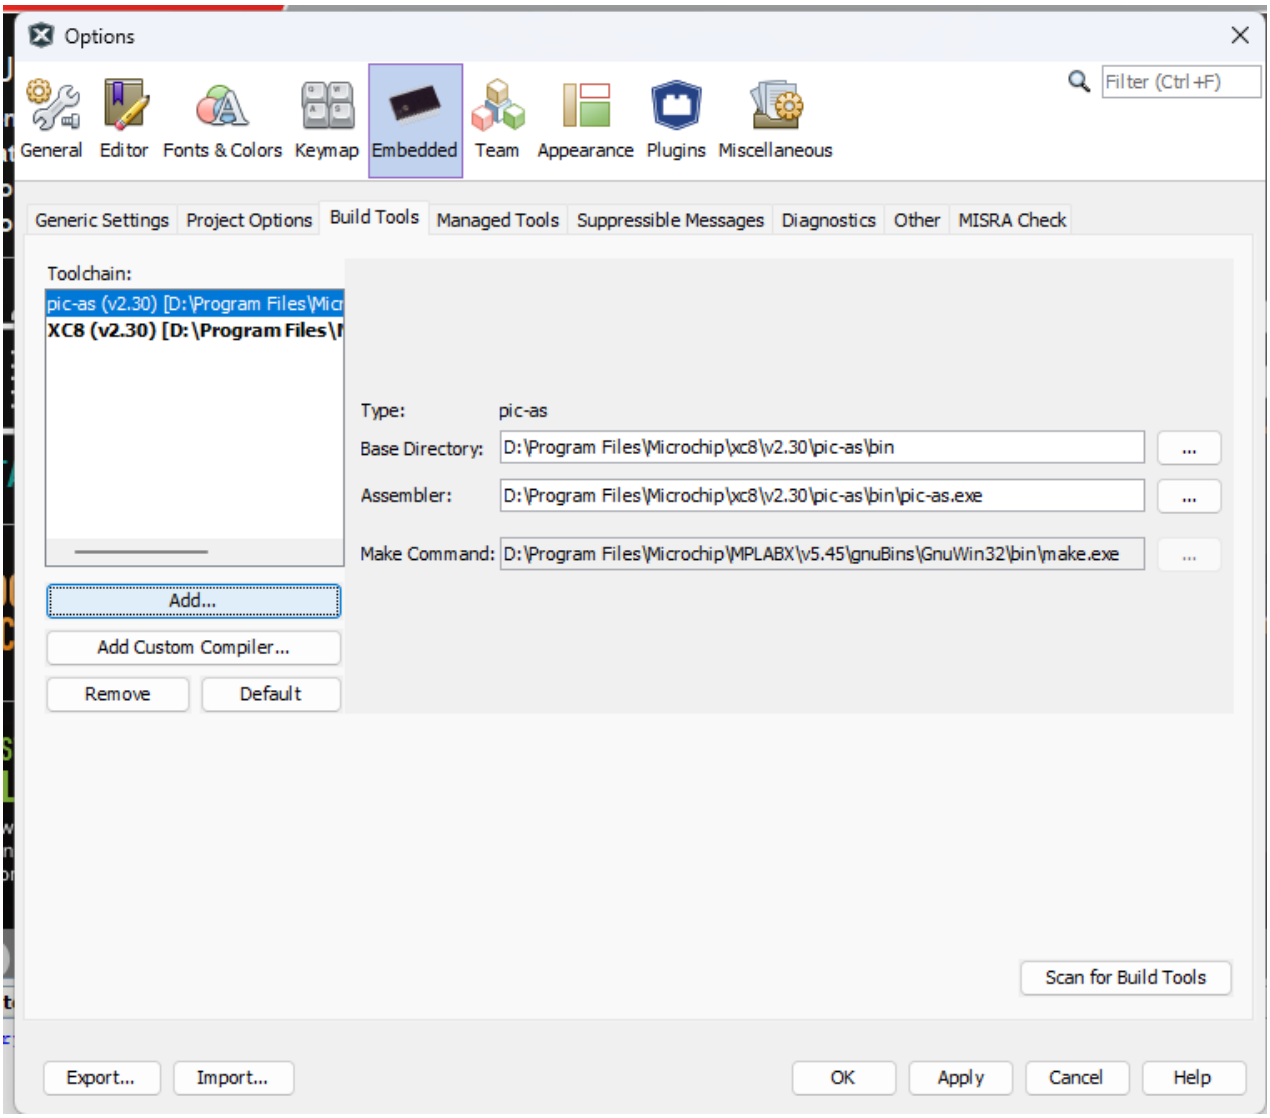

Figure 2: Adding pic-as manually.
1. **pic-as is not installed:** pic-as should be installed automatically alongside XC8 Compiler v2.30. If it's not recognized, please check if the `pic-as` folder is present under the XC8 installation directory. If this folder is present, you can add pic-as manually using the instructions in Figure 2. The default XC8 installation directories are as follows: